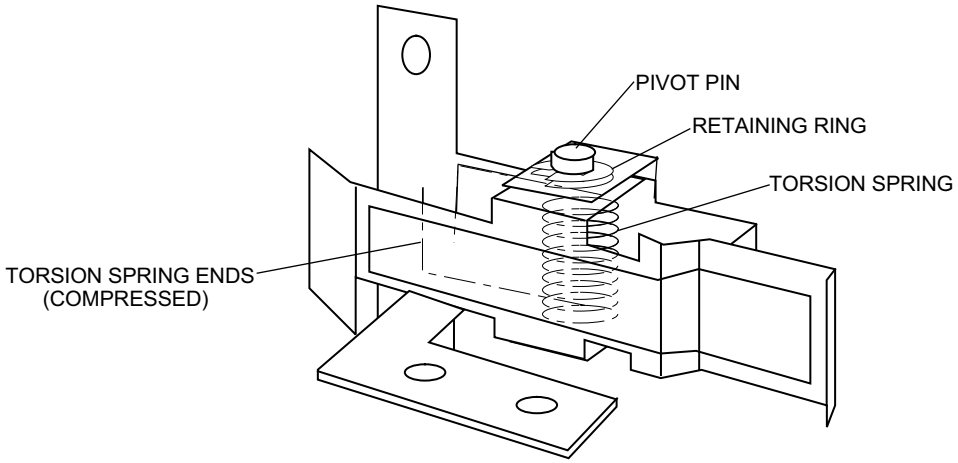

Figure 7-27. Door Latch Torsion Spring Placement (Type A)
7. Reassemble the door latch assembly in the exact reverse order of disassembly. For type A locks, make certain the torsion spring is compressed, as shown in *Figure 7-27*, before replacing the pivot pin.